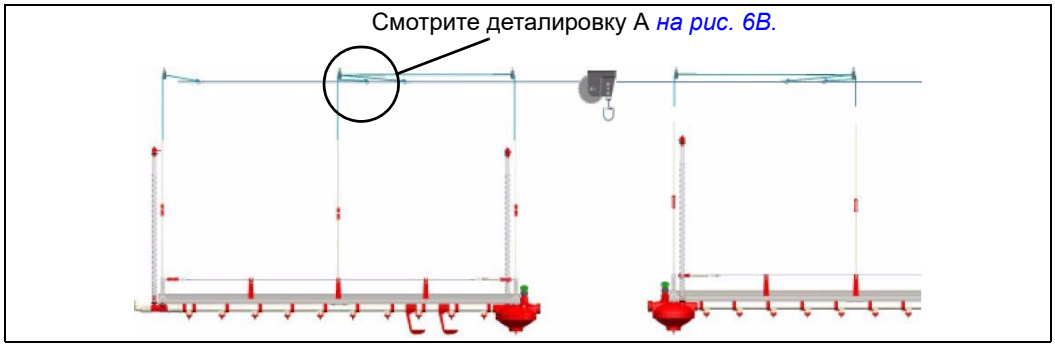

Рисунок 6A
3. Установите следующие подвесные шнуры, направив эти шнуры через шкив к вороту. Привяжите шнур к креплению, подсоединенному к тросу, и обожмите его в шести дюймах (6") от шкива. *(См. Рисунок 6A.)*